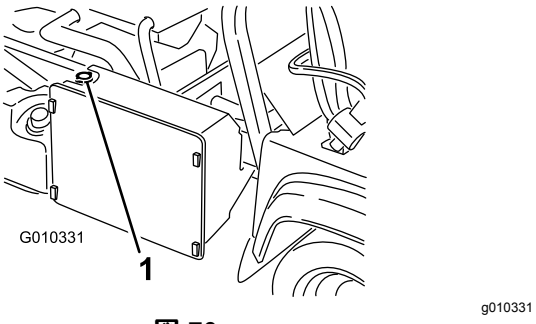

図 70
3. ラジエターキャップを取る図 70。
4. 冷却液タンクのキャップを取る図 70。
7. ラジエター液を一杯にして、キャップを閉める図 70。